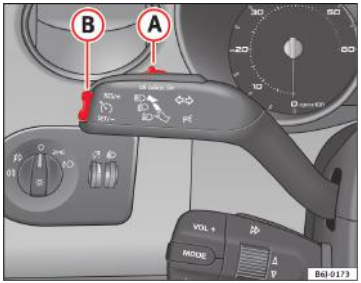

Fig. 112 Maneta pentru semnalizarea direcției şi faza lungă: comutatorul şi comutatorul basculant pentru tempomat
– Deplasați butonul de comandă ⇒ fig. 112 (A) spre stânga în poziția **ON** (activat).